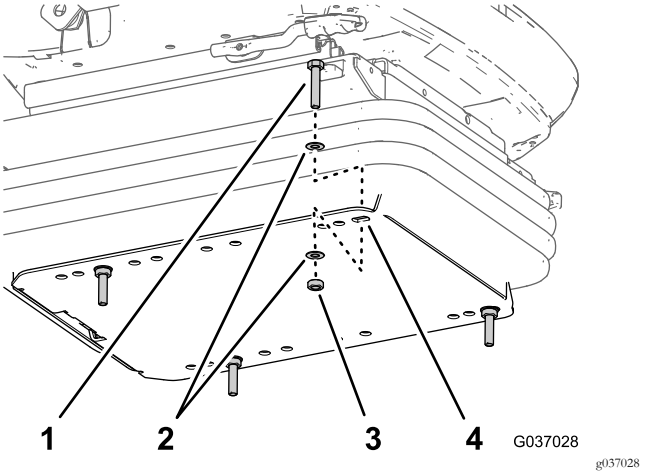

Figur 14
2. Monter fire maskinskruer (8 x 40 mm), otte spændeskiver (8 x 17 mm) og fire møtrikker – almindelig (8 mm) i de huller i bundpladens flange (Figur 14), som du fandt i trin 1.